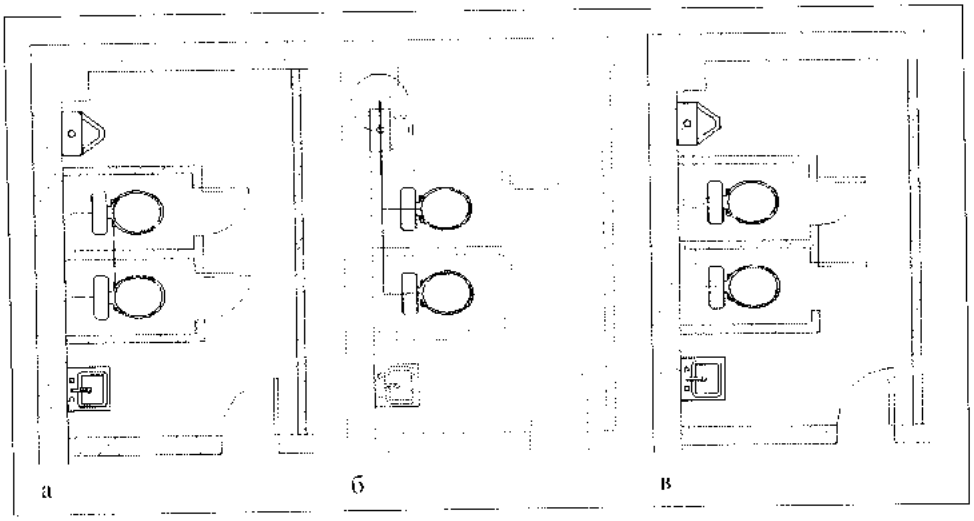

Рис. 40.29. *Создание системы канализации*
6. Сформировать систему канализации (рис. 40.29). С учебной целью включим вначале в состав системы только два унитаза, потом добавим в систему раковину и писсуар: